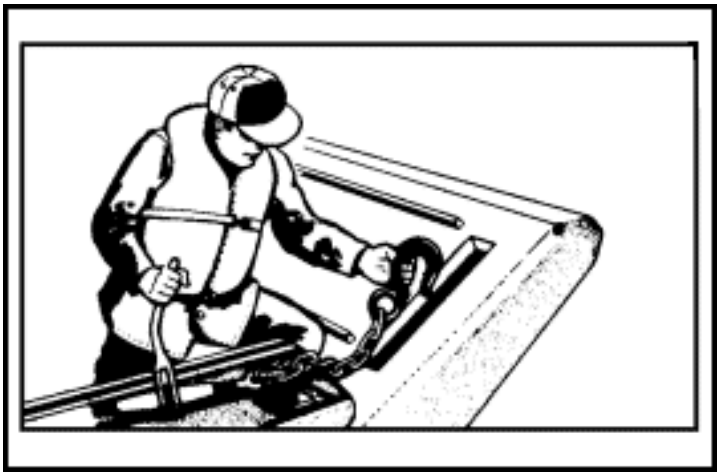

Figure 17-9. Disconnecting Load Binder
- **Step 1.** Disconnect the load binders (Figure 17-9).